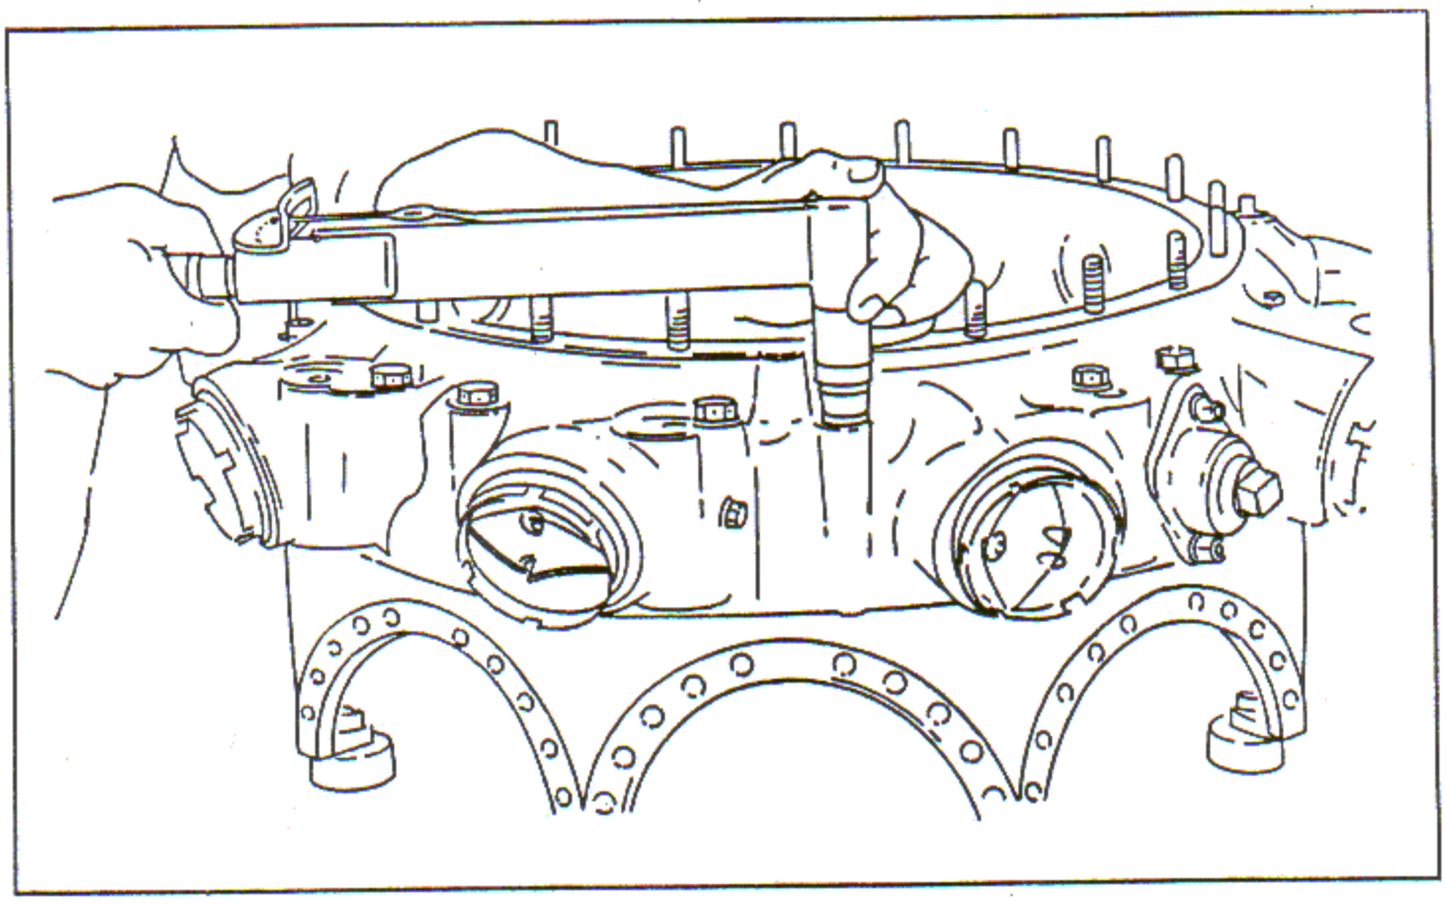

Figure 7-63. Torquing Supercharger Front Housing to Crankcase Rear Main Section Bolts
j. Position the crankcase rear main section on the supercharger front housing. Turn the assembly over. Install the eighteen attaching screws and washers. Ensure that packing rings are used on the two attaching screws at the breather location and the screw through the right sump leg attaching port. Torque the attaching screws to 425 - 450 inch-pounds using wrench and torque wrench. See figure 7-63. Lockwire screws in pairs.